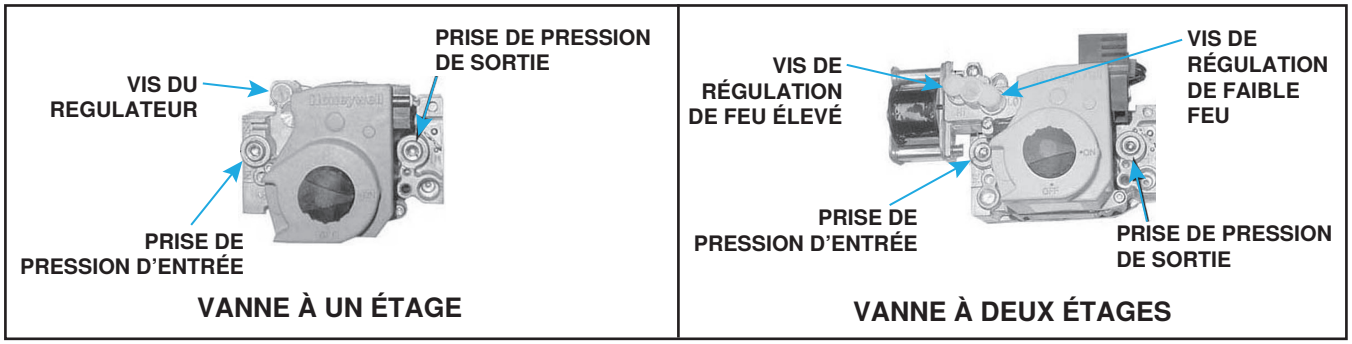

**Figure 35. Vannes à gaz combinées**
1. Positionnez la soupape manuelle (sur la soupape combinée) de manière à prévenir la circulation vers les brûleurs principaux et branchez le manomètre sur la prise de pression (voir **Figure 35**) de la soupape.
3. Normalement, aucun ajustement du régulateur réglé en usine ne devrait être nécessaire. Si un ajustement est requis, réglez la pression sur la valeur correcte en tournant la vis du régulateur (voir **Figure 35**) vers l'intérieur (sens des aiguilles d'une montre) pour augmenter la pression. Tournez la vis du régulateur vers l'extérieur (sens contraire aux aiguilles d'une montre) pour réduire la pression. Consultez la documentation du fabricant de la soupape qui accompagne la fournaise pour des informations plus détaillées.
2. Connectez le manomètre à la prise de pression d'entrée de 1/8 de pouce sur la vanne de gaz combiné (voir **Figure 35**).